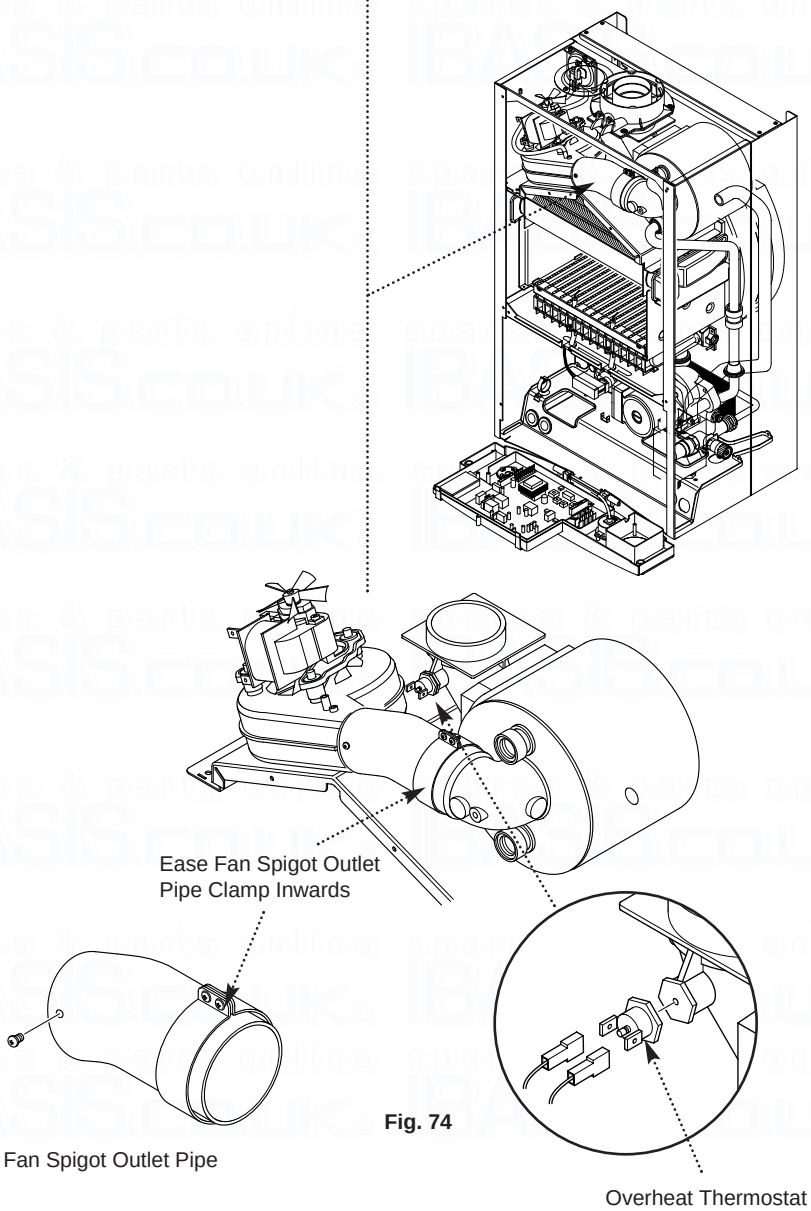

Fig. 74
12.25 Flue Overheat Thermostat (Fig. 74)